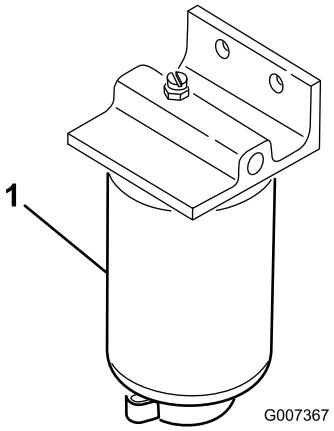

Figur 27
2. Anbring en dræningsbakke under filteret (Figur 27).
3. Åbn aftapningsproppen i bunden af brændstoffilteret og tøm evt. ansamlet vand (Figur 27). Spænd proppen efter aftapning.